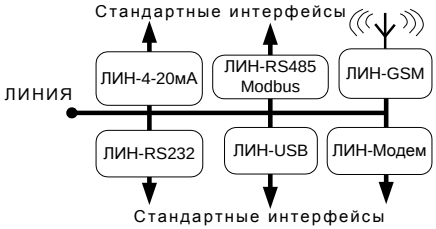

Рисунок 4
– системам автоматизации и коммерческого учета, использующим контроллеры, персональный компьютер. При этом, используются адаптеры, преобразующие сигналы линии питания-связи в сигналы стандартных интерфейсов – RS232, RS485, GSM, USB и другие (рисунок 4).